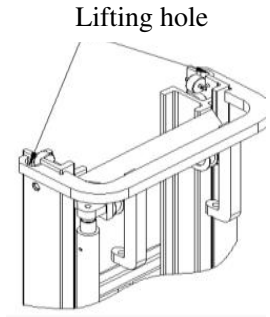

Figure 2-22
(1) Figure 2-22 shows the lifting system